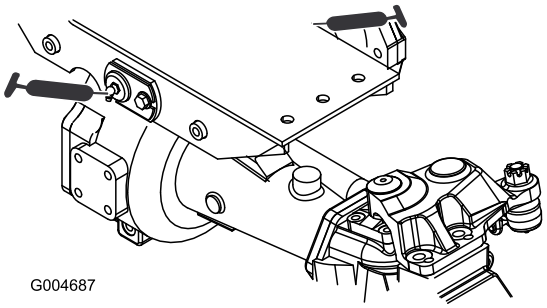

Figuur 63
- 2 lagerbussen van draaipunt van voor- en achteras (Figuur 63)